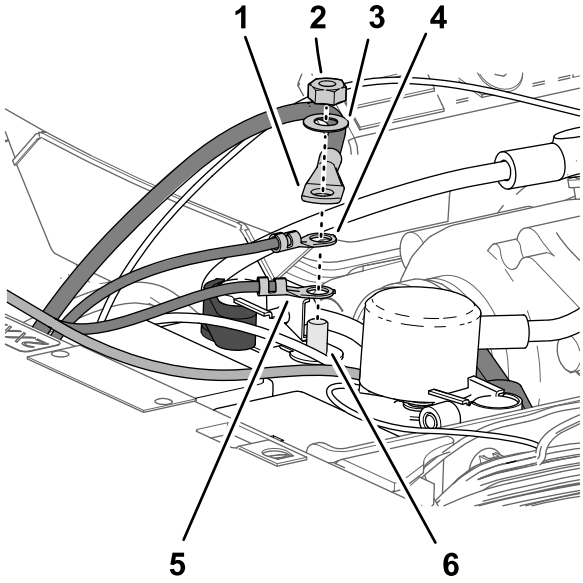

Figur 212
5. Monter følgende lednings- og kabelforbindelser på den gevindskårne stang på batteriets minuspol (Figur 212) i følgende rækkefølge: